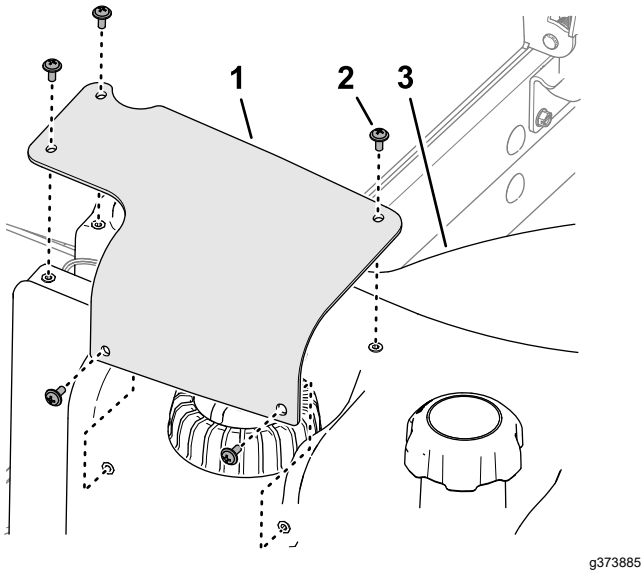

**Figuur 99**
7. Lijn de openingen in de kap van de brandstofsensor uit met de openingen in de brandstoftank en bevestig de kap aan de tank met de 5 kruiskopschroeven (Figuur 99).